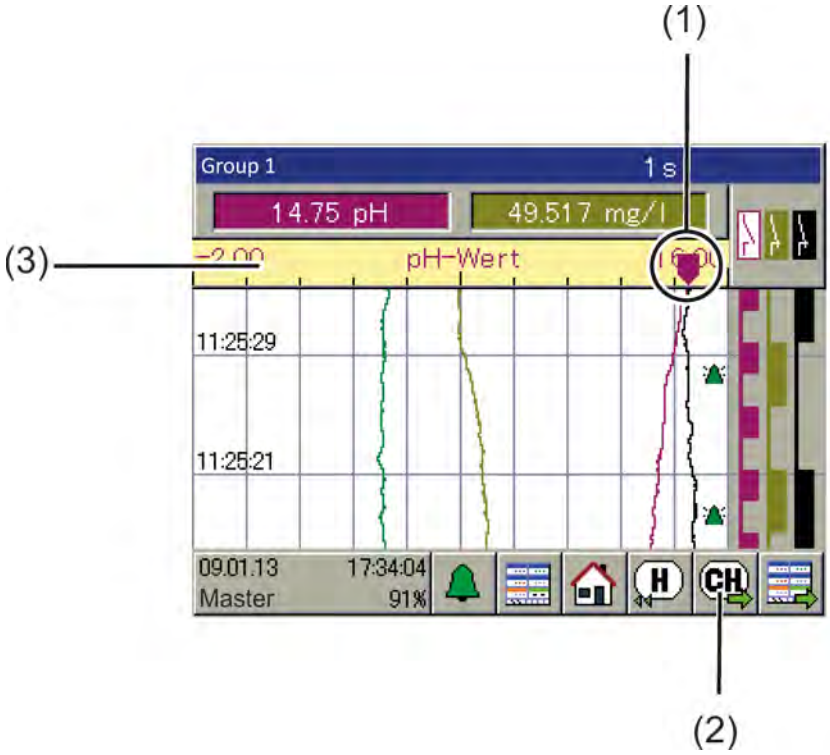
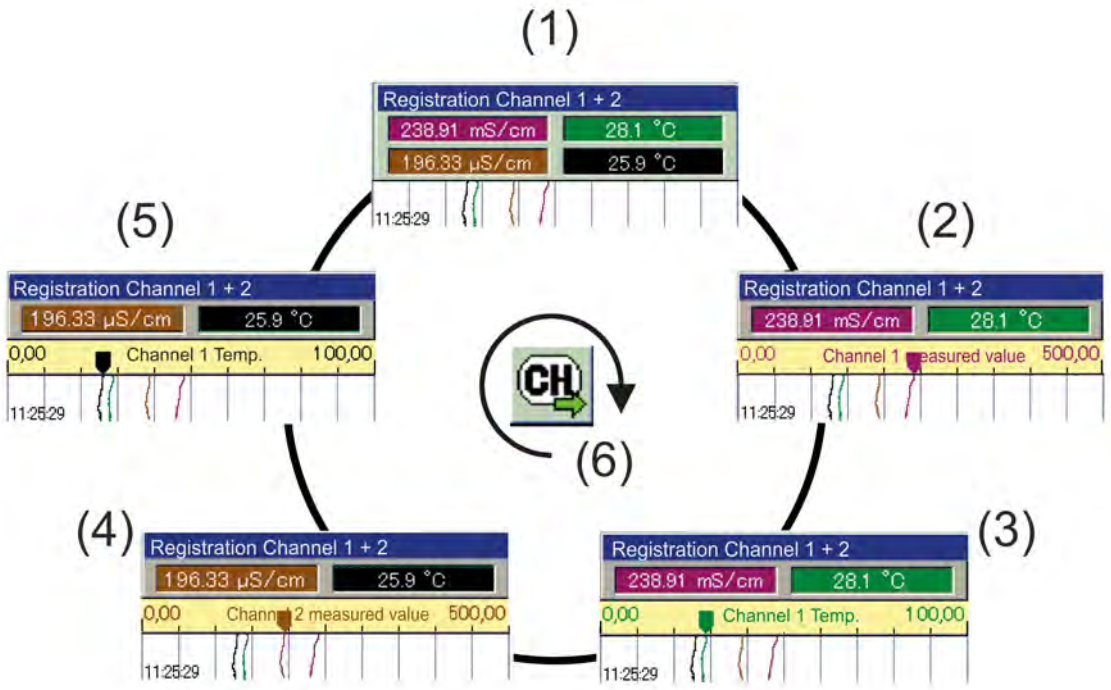

Fig. 49: Pen view
Fig. 50: Browse pen views
(1) 3-channel binary tracks diagram (visualisation of the recorded signal states of up to 3 binary values)
(2) Button "channel handoff" to scroll the pin views (graphs a scale with recorder pin) for the individual channels 1 to 4. See Fig. 49 or Fig. 50 .
(4) 4-channel line recorder chart (visualisation of the recorded data of up to 4 analogue values and display of events as a symbol)
(5) Display field for the numerical display of the current measurements of the analogue channels 1 to 4
Use the "Channel step-on" (see Fig. 49 (2)) are highlighted in the individual measurements of the respective group.